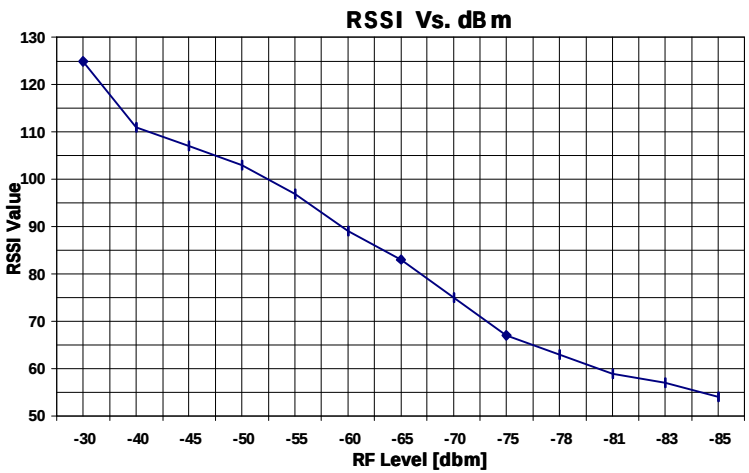

Figure 3.7: RSSI to dBm Graph
8. The RSSI is given in arbitrary units. Use the following graph (Figure 3.7) to correlate RSSI to dBm.